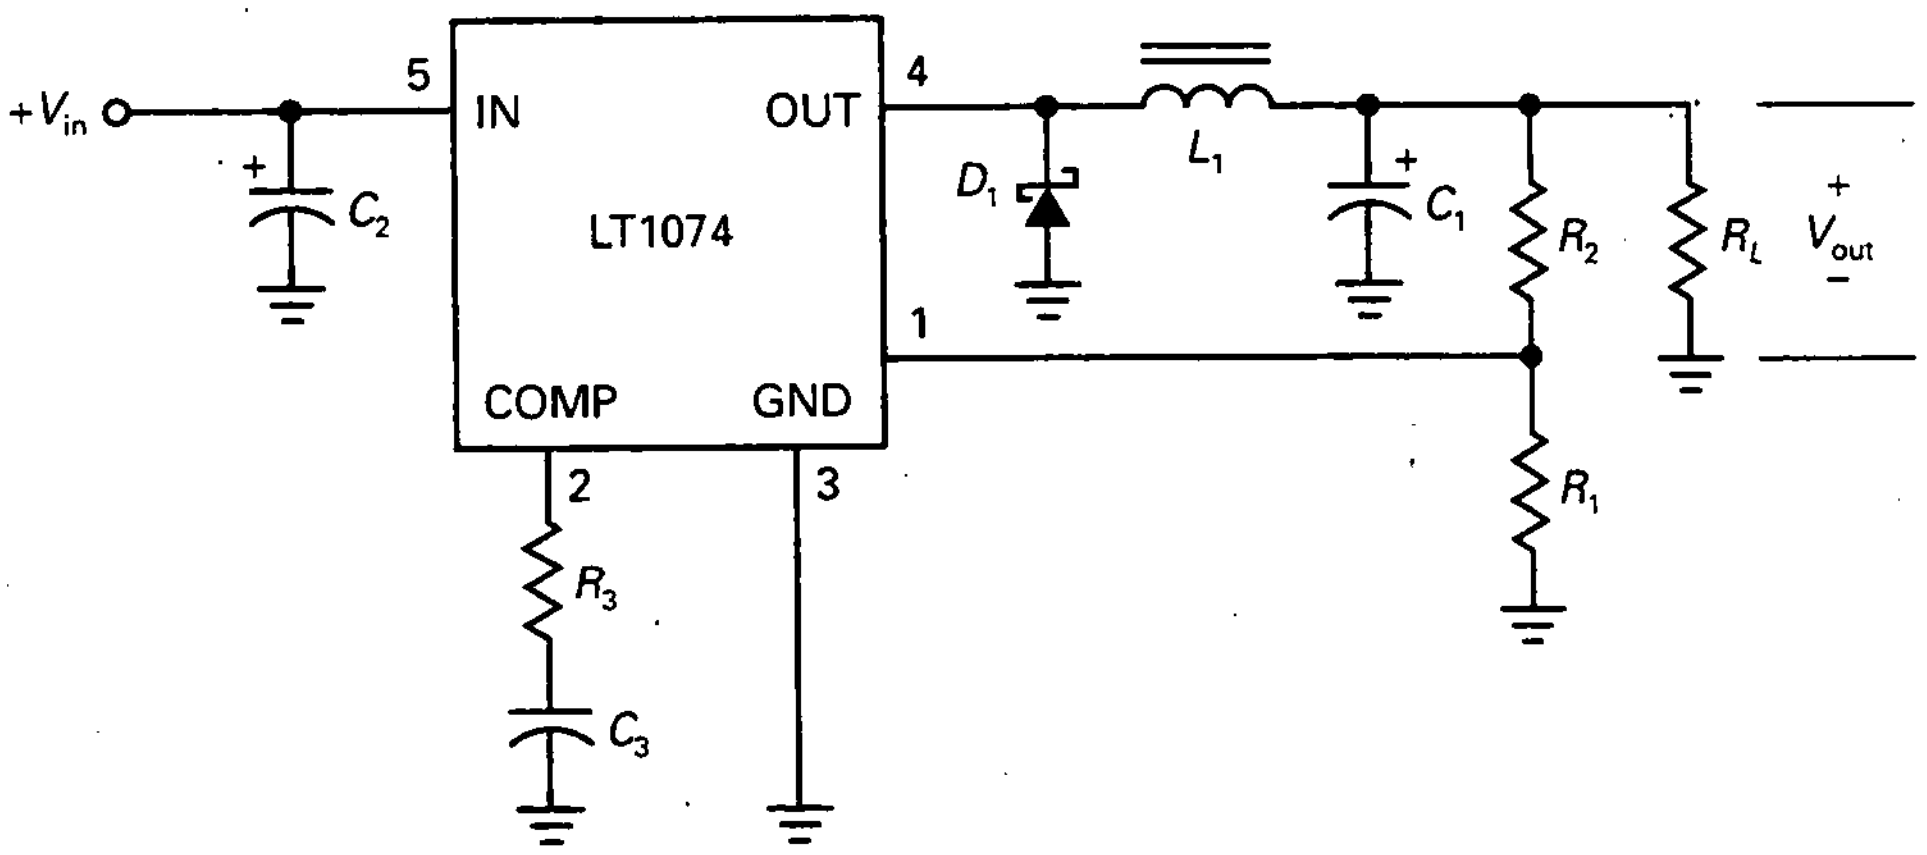

Figura 24-29. Regulador reductor con un LT1074.
En la Figura 24-29 aparece un LT1074 conectado como un regulador reductor. El pin 1 (FB, *feedback*) es para la tensión de realimentación. El pin 2 (COMP) es para la compensación de frecuencia, que previene de oscilaciones de alta frecuencia. El pin 3 (GND) es el de tierra. El pin 4 (OUT) es la salida conmutada del dispositivo interno de conmutación. El pin 5 (IN) es para la tensión de entrada continua.
El LT1074 es un dispositivo de uso extendido. Un vistazo por la Figura 24-29 explicará el porqué. El circuito es increíblemente simple, considerando que es un regulador conmutado, uno de los circuitos más difíciles de diseñar y construir. Afortunadamente, los diseñadores de circuitos integrados han hecho todo el trabajo duro, ya que el LT1074 incluye todos los componentes menos los que no se pueden integrar (filtros con condensador y de choque) y aquellos que se dejan a elección del usuario (R_1 y R_2). Escogiendo distintos valores para R_1 y R_2, se puede regular la tensión de salida desde los 2,5 a los 38 V. Como la tensión de referencia es de 2,21 V, la tensión de salida vendrá dada por:
En el regulador reductor de la Figura 24-29, R_1 = 2,21 kΩ y R_2 = 2,8 kΩ. ¿Cuál es la tensión de salida? ¿Y la tensión mínima de entrada que puede usarse para esta tensión de salida?